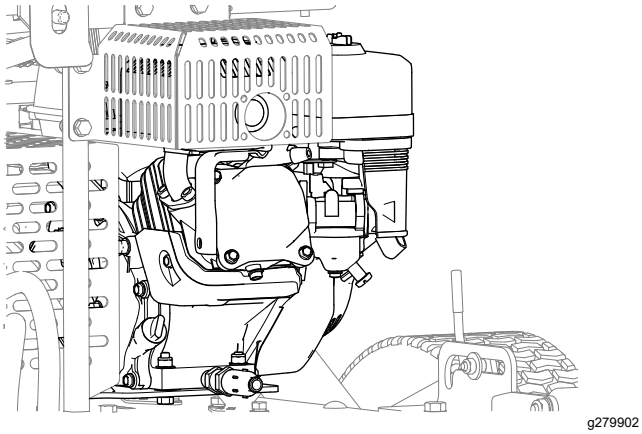

**Figur 42**
4. Avlägsna smuts och skräp från motorn och motorns kylflänsar (Figur 42).